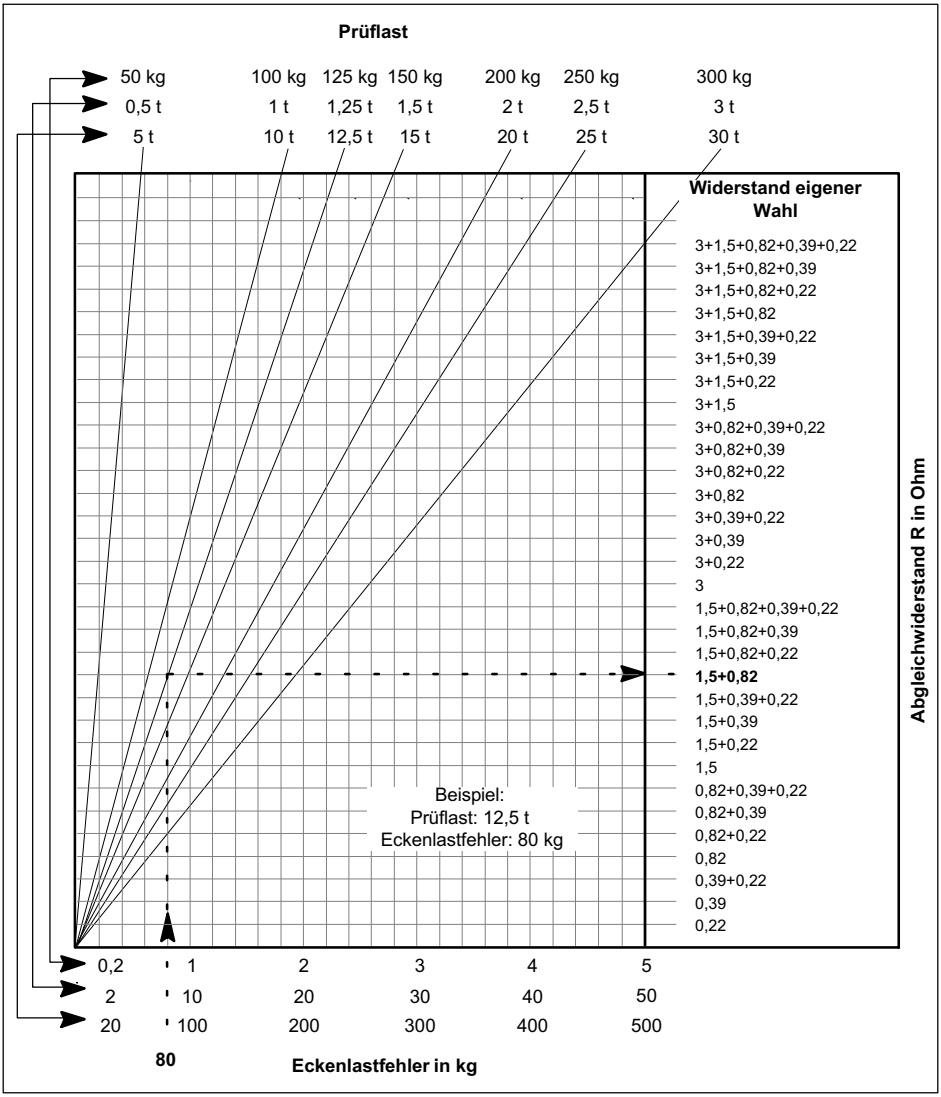

Abb. 10.2 Eckenlastabgleich für 350 Ω-Wägezellen (für 700 Ω-Wägezellen ist der ermittelte Wert zu verdoppeln)
- Das Diagramm (*Abb. 10.2*) ist in 7 Prüflastbereiche gestaffelt. Bitte wählen Sie die von Ihnen genutzten Prüflasten (im Beispiel 12,5 t) in der entsprechenden Zeile. Ausgehend von der errechneten Differenz des Eckenlastfehlers auf der X-Achse sucht man den Schnittpunkt mit der Prüflast und kann auf der Y-Achse den Widerstand und die bestpassende Kombination ablesen. Die Widerstandswerte gelten hier für 350 Ω-Wägezellen (siehe Tabelle im Deckel der VKK...).
Im Beispiel hat die Wägezelle 3 einen Eckenlastfehler von 80 kg, das ergibt einen Abgleichwiderstand von 1,5 + 0,82 Ω (in *Abb. 10.2* gekennzeichnet).
Abb. 10.3 Alternativmethode zum Verfahren nach Abb. 10.2 (gezeigt sind die Auftrennpunkte), siehe Tabelle im Deckel; (Für 700 Ω-Wägezellen ist der ermittelte Wert zu verdoppeln.)